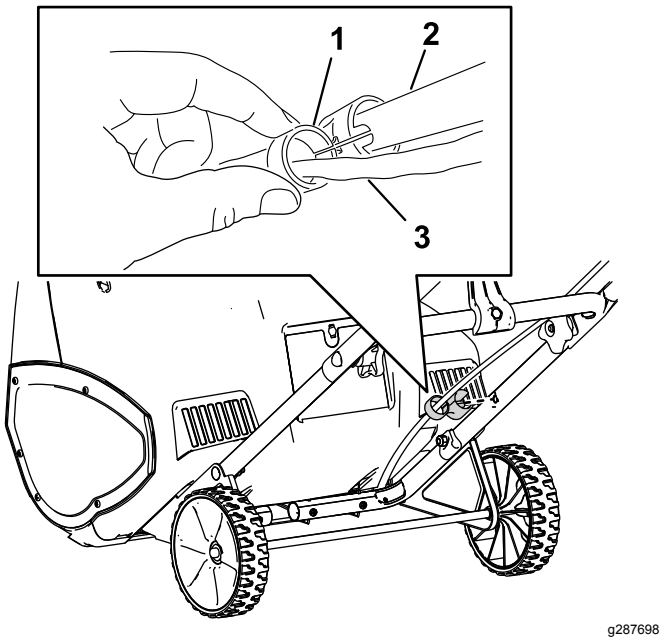

**Figure 2**
4. Fixez le guide du cordon d'alimentation au guidon (Figure 2).